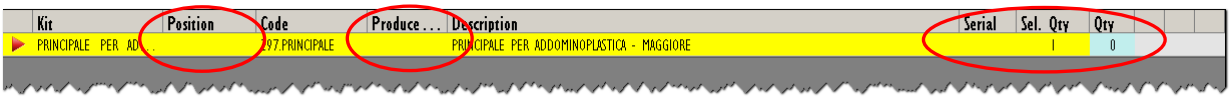

Fig 260
- Specify, where required, all the data relating to the kit to be picked: the quantity, the serial number, the position of each kit (Fig 260).